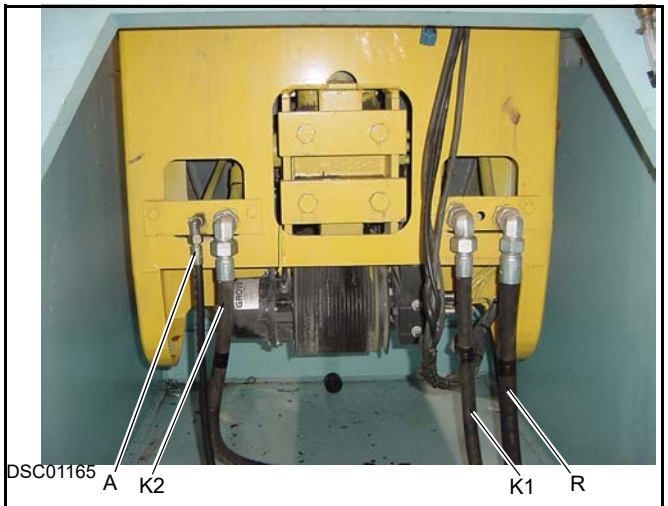

FIGURA 4-43
5. Conecte as mangueiras de suprimento nas entradas A, R, K1 e K2 do bloco de válvulas da extremidade da haste (Figura 4-43).